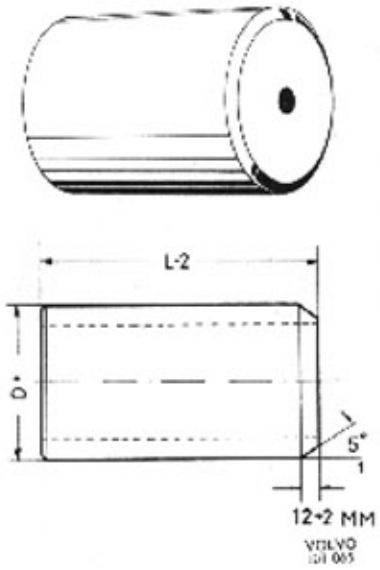

Bild 33-17. Pressdorn (för startmotor EGD)
4. Placera därefter polskorna i magnetspolarna och skjut in dessa i startmotorhuset. Tryck in en lämplig pressdorn, vars mått framgår av bild 33-17. Lägg up huset i uppspänningsbocken och dra fast polskorna. Monteringen underlättas om magnetlindningen har en temperatur av ca 60° C. För uppvärmningen används lämpligen batteriström med 12 volts spänning, som ansluts till magnetlindningen. Redan efter några sekunder kan man med handen känna att lindningen börjar bli varm, och denna uppvärmning är då som regel tillräcklig.